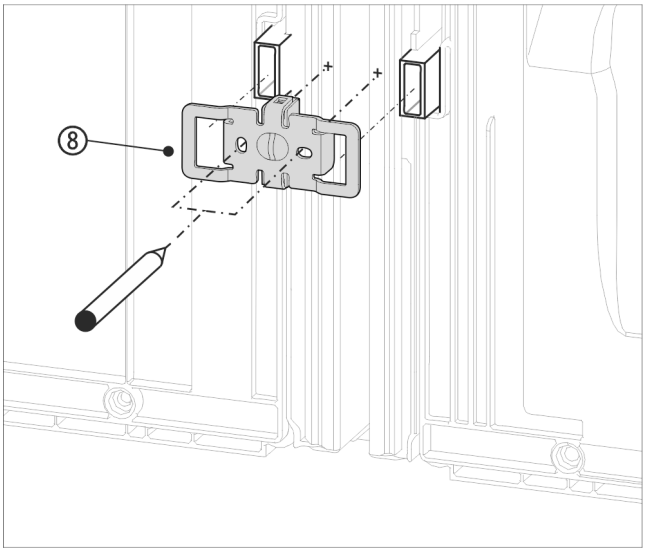

Fig. 14 Reprezentare exemplificativă
▶ Împingeți vinclul *Fig. 14 (8)* cu degajările peste locașul pentru distanțierul de perete.